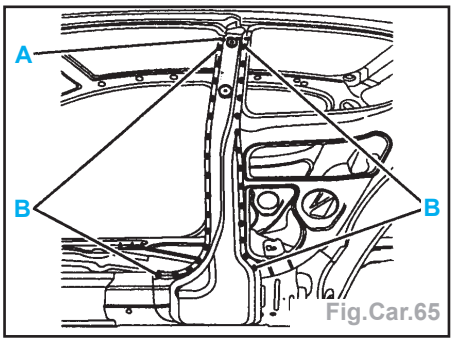

Fig.Car.65
- par cordons successifs en **A** au MIG (Fig.Car.65),